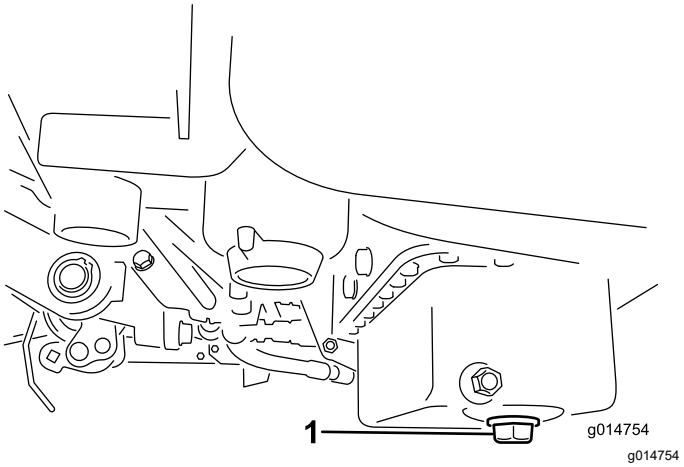

Figuur 34
1. Verwijder de aftapplug en laat de olie in een opvangbak lopen. Als er geen olie meer naar buiten stroomt, plaatst u de aftapplug terug (Figuur 34).